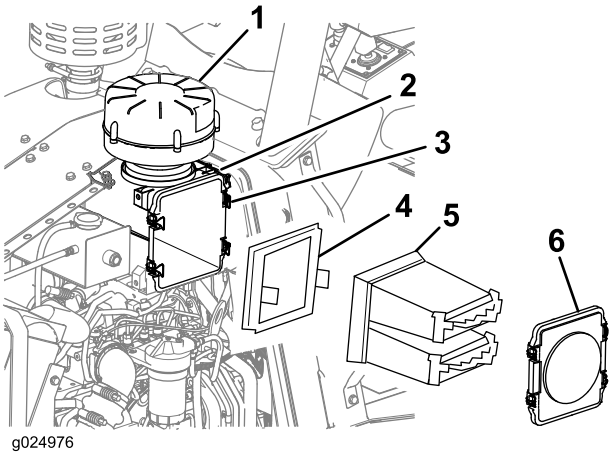

Bild 69
2. Lösen Sie die vier Riegel, mit denen die Luftfilterabdeckung befestigt ist, und nehmen Sie die Abdeckung ab (Bild 69).
3. Nehmen Sie Einsätze des Hauptluftfilters und sekundären Luftfilters aus dem Luftfiltergehäuse heraus (Bild 69).
4. Reinigen Sie das Luftfiltergehäuse innen mit einem sauberen und feuchten Tuch (Bild 69).
10. Befestigen Sie die Luftfilterabdeckung mit den vier Riegeln am Luftfiltergehäuse (Bild 69).